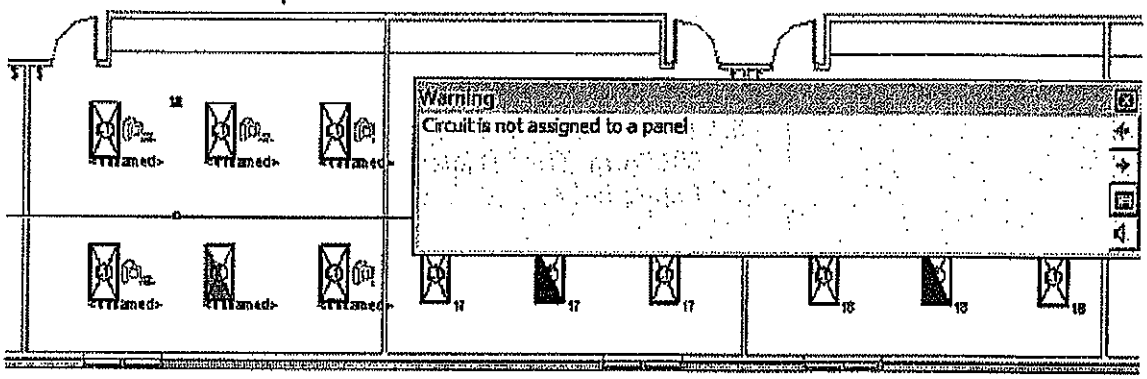

Figure 5–65
3. A Warning box displays with the message **Circuit is not assigned to a panel**. The elements in the circuit are also highlighted, as shown in Figure 5–65.